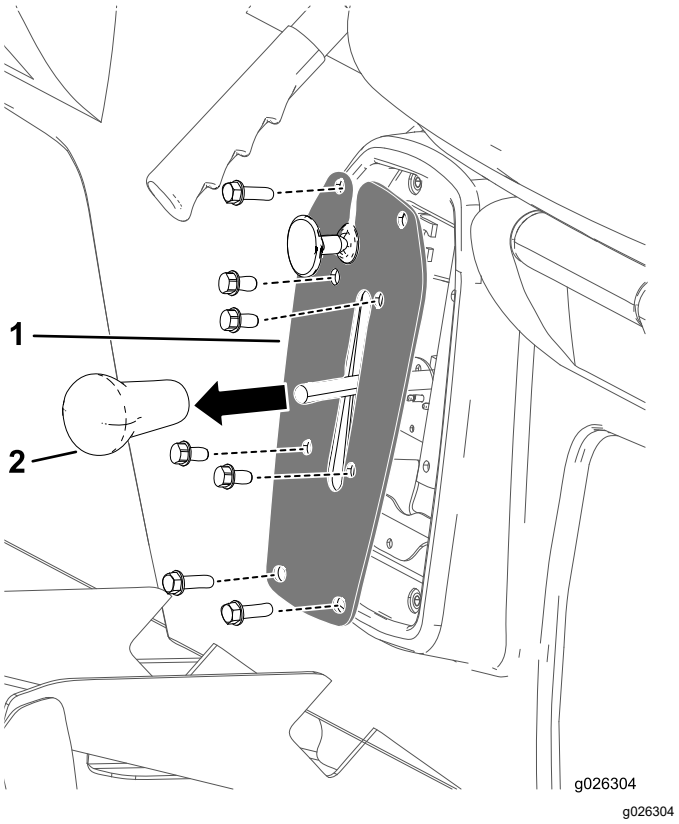

**Figur 42**
1. Fjern knotten fra girspaken (Figur 42).
2. Fjern de fire boltene som fester girspakplaten til girspakbraketten (Figur 42).
3. Fjern de fire boltene som fester girspakplaten til setebasen, og fjern girspakplaten (Figur 42).
4. Skru på knotten fra girspaken og trekk til for hånd (Figur 42).